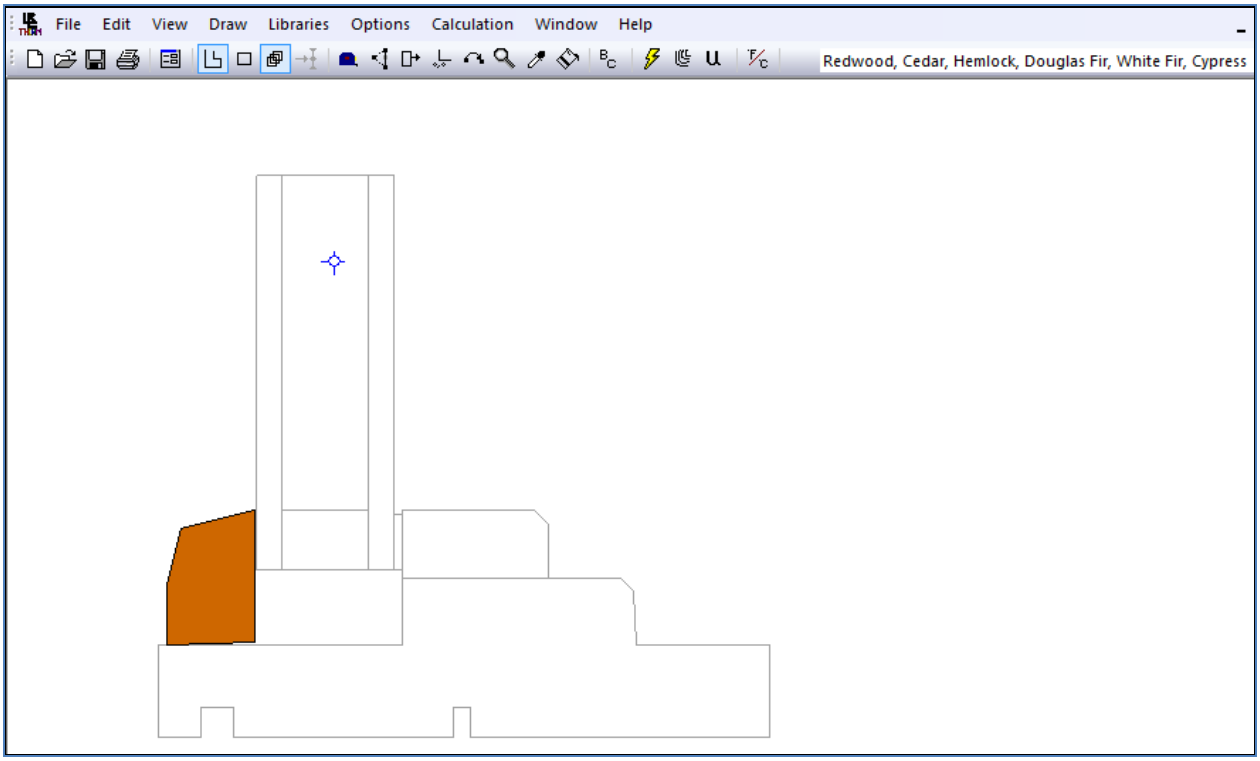

Figure 10-17. The first polygon, representing the exterior stop, has been drawn.
- Move the mouse to the next point in a counterclockwise direction (moving in a counterclockwise direction is not required, but is recommended) and click the left mouse button when you have reached the next point. Continue around the component until you only have one more line to draw. To draw the last line and close the polygon, you can either press **C** (to close) or move the mouse to the first point and click the left mouse button. Either of these actions will cause THERM to complete the polygon, as shown in Figure 10-17, and fill it in with the color corresponding to the material definition (or to a shade of gray on monochrome monitors).